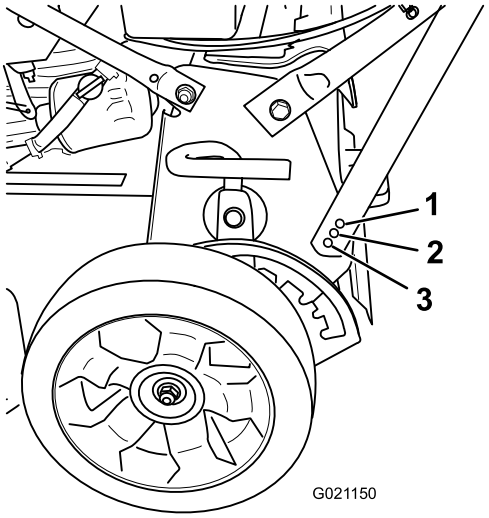

Rysunek 6
2. Odkręć śrubę uchwytu i włóż ją w jeden z 3 otworów u dołu wspornika uchwytu (Rysunek 6).